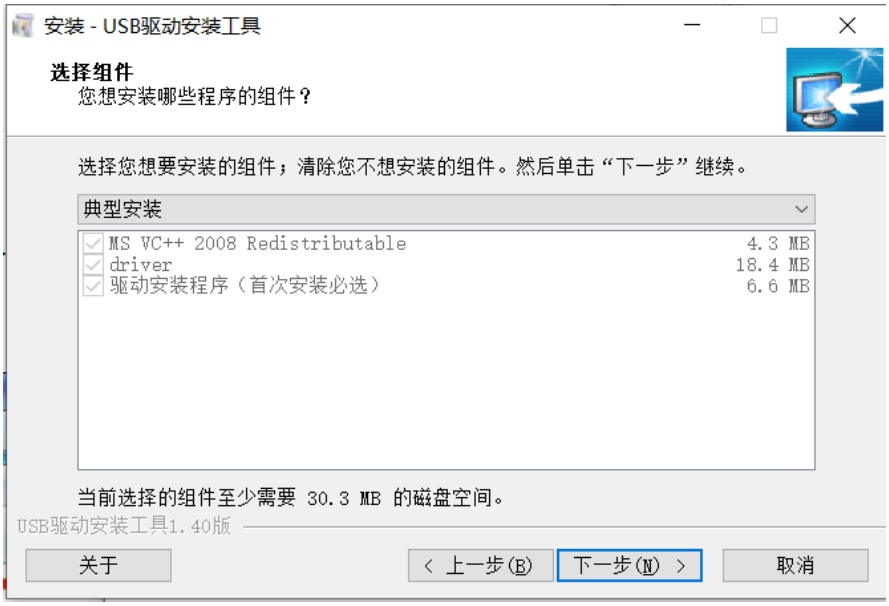
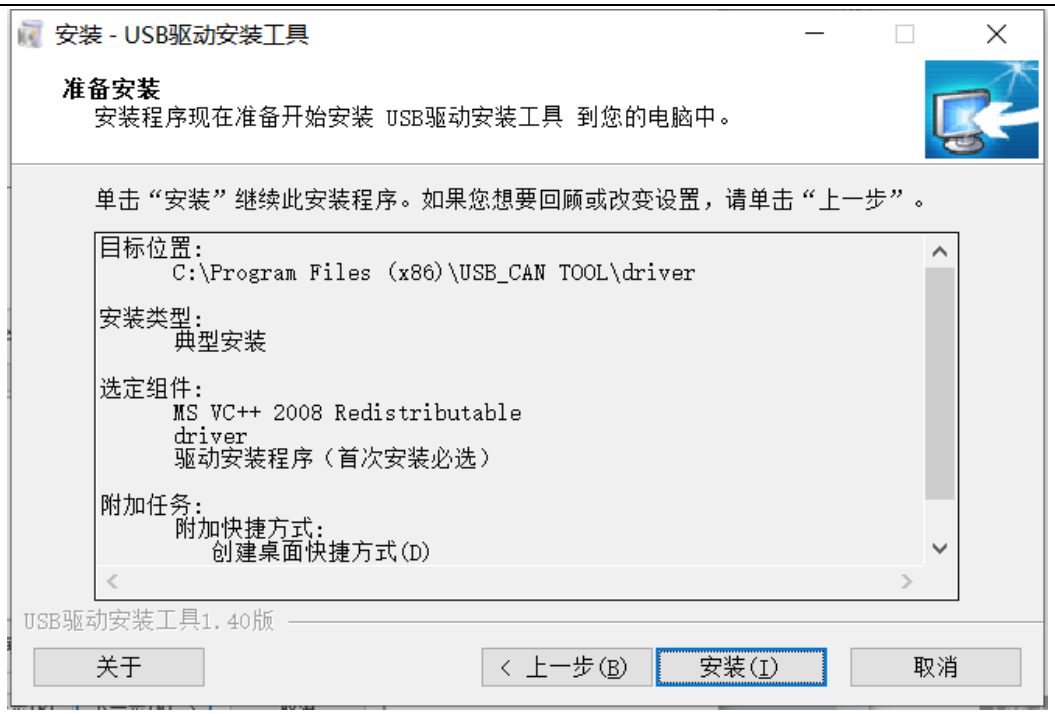

图 3.1 USB_CAN 驱动文件
图 3.2 USB_CAN 驱动文件安装界面
1) 打开 USB_CAN 驱动文件，点击【安装】，如图 3.1 和图 3.2 所示。